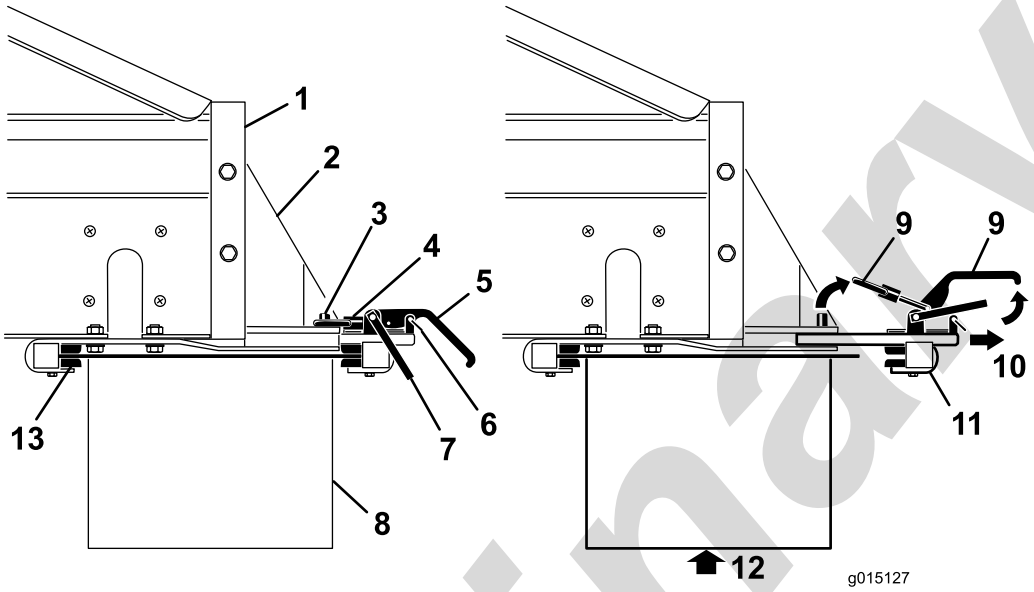

Rysunek 29
1. Zdejmij zaciski zaczepów zabezpieczających z uchwytów zaciskowych (Rysunek 29).
2. Podnieś zaczep zabezpieczający, a następnie podnieś uchwyty zaciskowe mocujące osprzęt i zwolnij pierścienie blokujące ze sworzni blokujących (Rysunek 29).
3. Wysuń zespół zacisków mocujących tylnego osprzętu z gniazd szybkiego mocowania (Rysunek 29).
4. Przy pomocy drugiej osoby włóż przednią krawędź podwójnego rozrzutnika na górze i pod tylną częścią MP-400 w zaciski przednie na wspornikach (Rysunek 29).
5. Przytrzymując podwójny rozrzutnik, wsuń ponownie zespół zacisków mocujących tylnego osprzętu w gniazda we wspornikach i nad tylną krawędź (Rysunek 29).
7. Ponownie zamocuj zaciski zaczepów zabezpieczających w uchwytach zaciskowych (Rysunek 29).